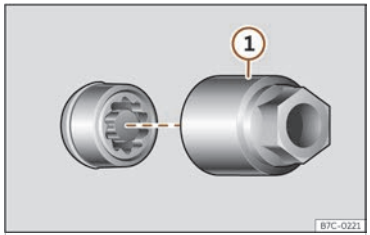

Fig. 253 Boulon antivol de roue avec capuchon et adaptateur.
- Encastrez l'adaptateur spécial ››› **fig. 253** (1) (outillage de bord ››› **page 365**) sur le boulon de roue antivol jusqu'à la butée.